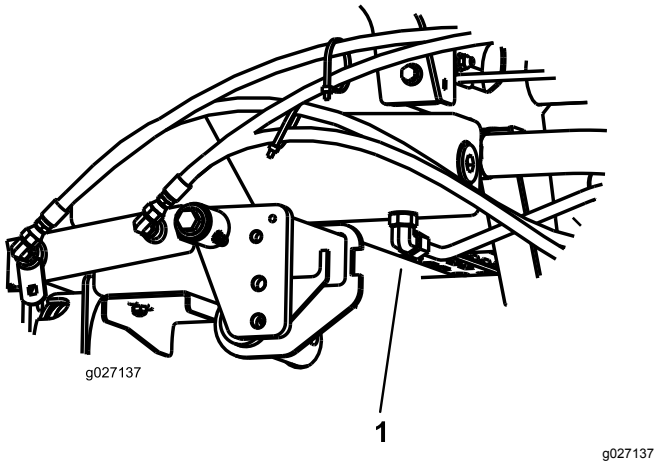

Figur 72
3. Ställ ett stort avtappningskärl under fästet som sitter på hydraultankens undersida (Figur 72).